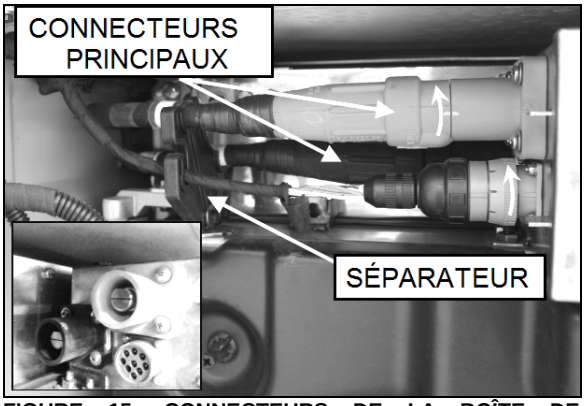

FIGURE 15: CONNECTEURS DE LA BOÎTE DE DISJONCTEURS
- Tourner d'un demi-tour antihoraire les deux connecteurs principaux (un rouge et un noir) et tirer pour les débrancher (**FIGURE 15**).